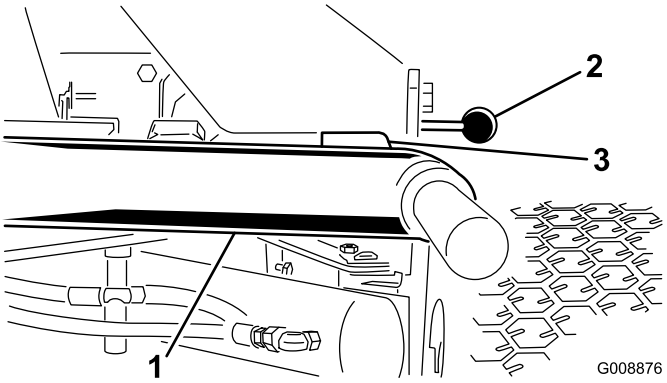

Figur 11
1. Start motoren, hæv klippeenhederne, og kontroller, at afstanden mellem hver løftearm og gulvpladekonsollen er 5-8 mm (Figur 11).